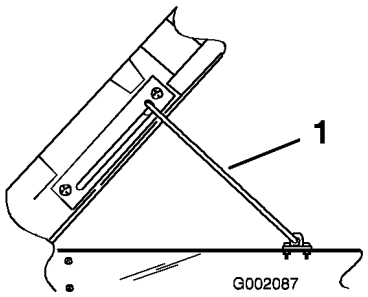

Figur 24
2. Säkra lådan genom att skjuta in stöttan i skåran (Figur 24).